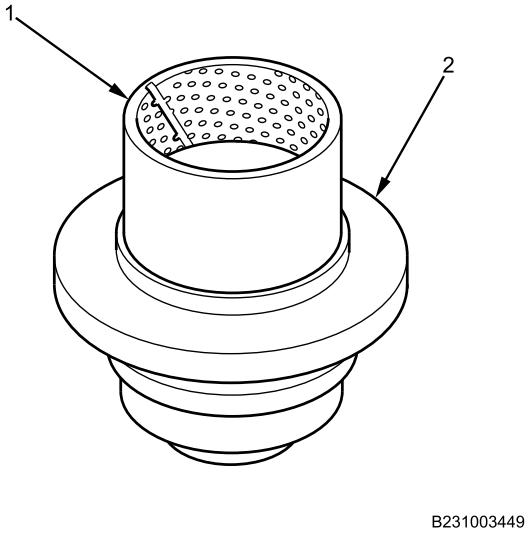

Figure 7. King Pin Bushing on Driver.
3. Position king pin bushing (Figure 7, Item 1) on driver (Figure 7, Item 2).